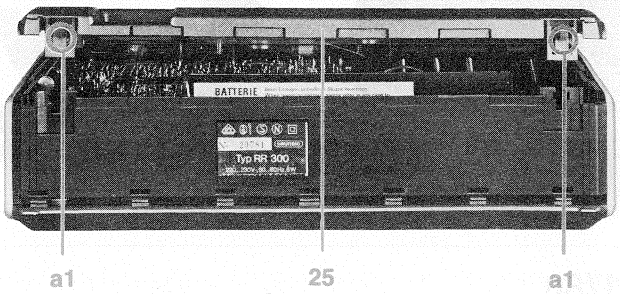

Abb. 1a Rückwand abnehmen
1. Rückwand abnehmen (Bild 1a und 1b)